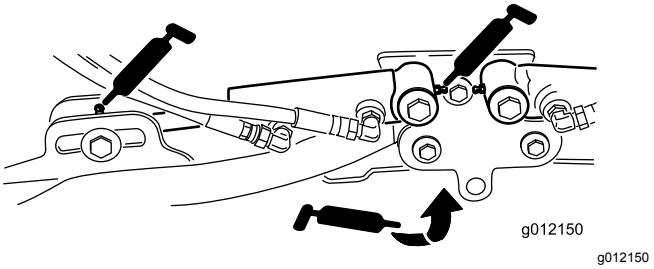

Figur 64
- Klippeenhedens løftearmscylindere (2 hver) (Figur 64)
- Løftearmenes drejetapper (1 hver) (Figur 64)